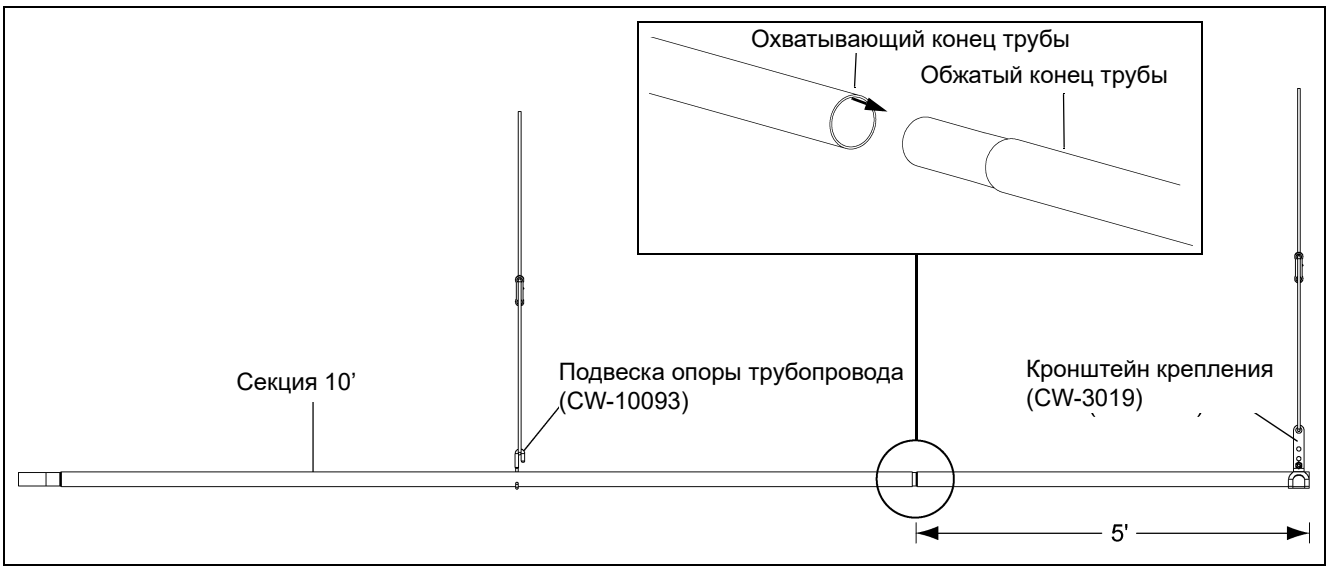

Рисунок 6C
1. Разрежьте одну опору трубы длиной 10' пополам, чтобы получить две (2) секции по 5'. *(см. рисунок 6C.)*